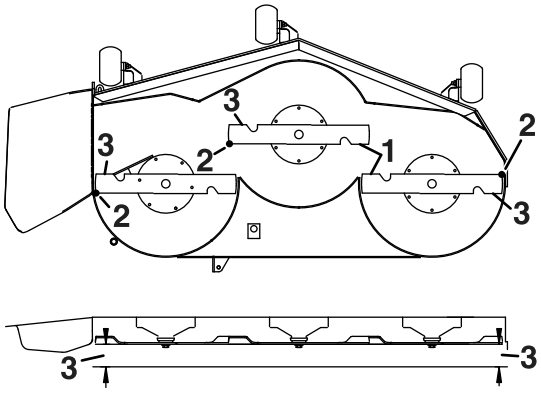

Figuur 71
5. Meet de afstand tussen de buitenste snijranden en de vlakke ondergrond (Figuur 71).